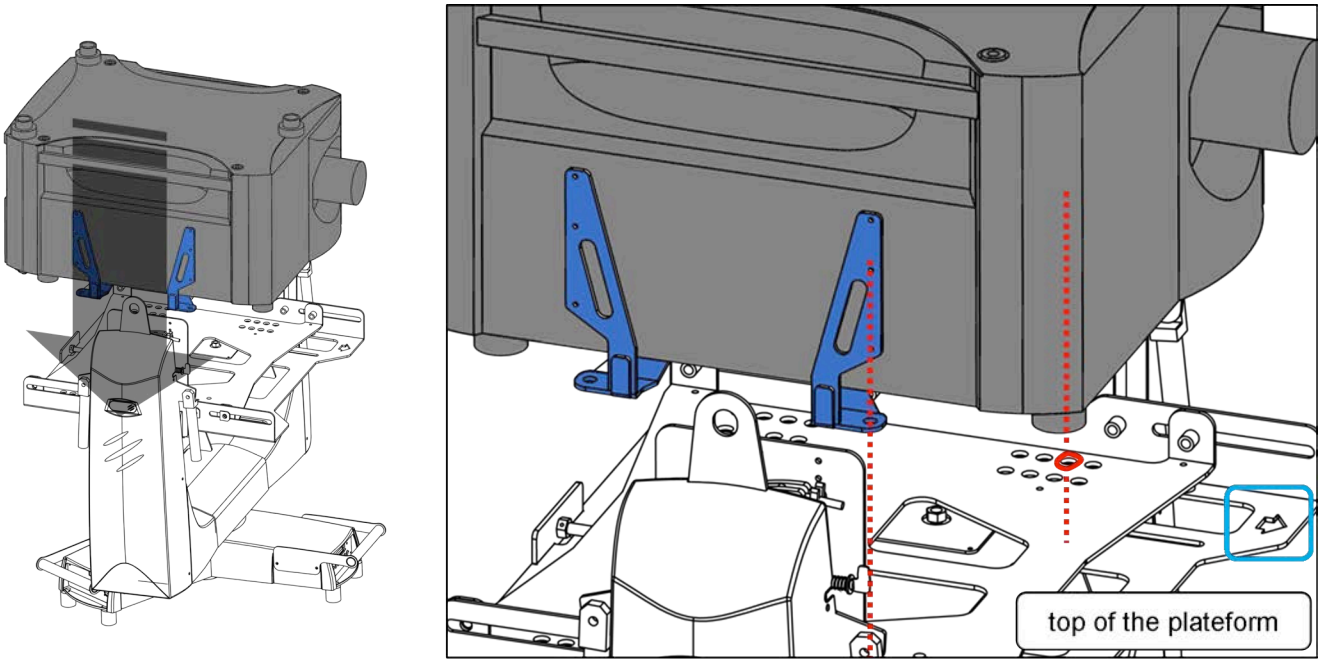

Figure 3-28 Place projector on bracket
3. Turn the projector upright, and place it on the bracket. Note that the front (2) adaptor plate holes shown in ***Figure 3-28*** must align with the second set of holes (shown in red) from the front of the bracket. (Front is indicated by the arrow in the blue box in ***Figure 3-28***).